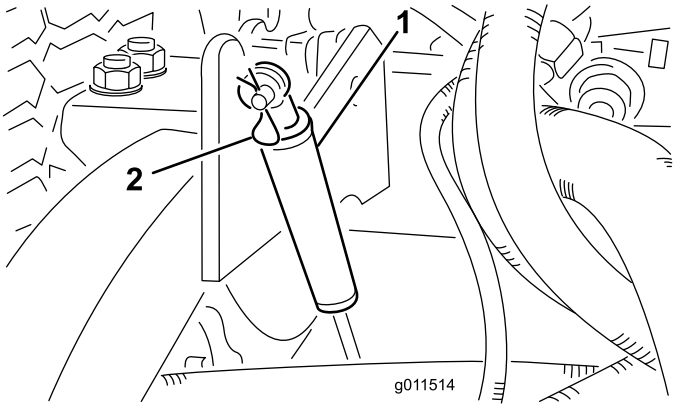

図 75
2. ダンパを昇降アームに固定しているヘアピンコッターを外す図 75。